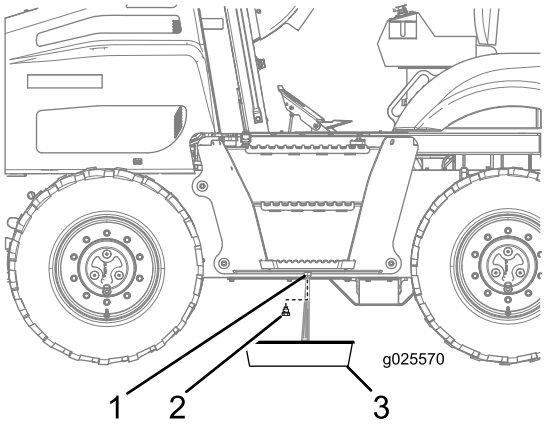

Figure 70
3. Dévissez le bouchon de vidange du réservoir de carburant et vidangez l'eau (Figure 70).
4. Lorsque le carburant qui s'écoule est propre, remettez le bouchon de vidange et serrez-le solidement (Figure 70).